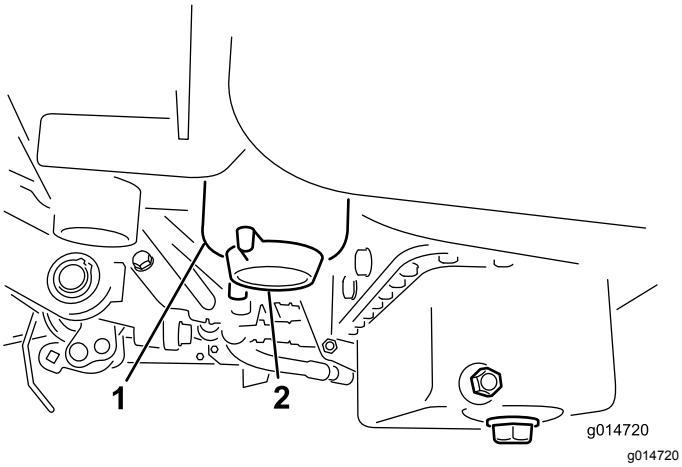

Figur 34
2. Rengjør området der filterboksen skal festes (Figur 34).
4. Åpne tappepluggen (Figur 34).